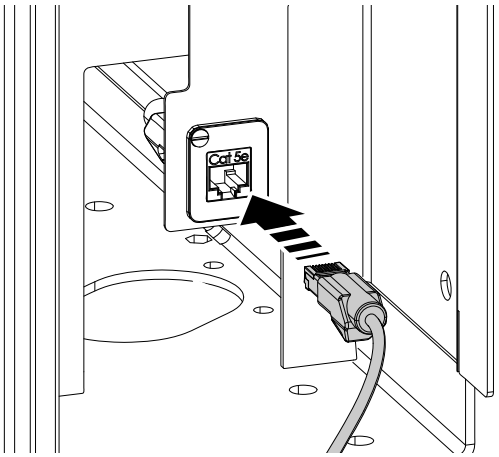

**Fig. 1 Cable Ethernet en el conector**
4. Inserte el cable Ethernet en el conector instalado en fábrica, consulte Fig. 1 *Cable Ethernet en el conector*.